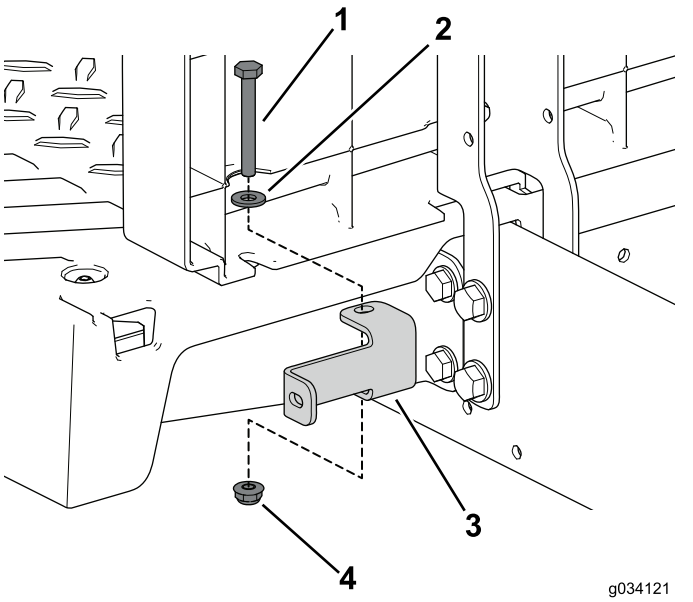

Bild 41
6. Befestigen Sie die linke und rechte Plattenhalterung mit den zwei Schrauben (¼" x 2"), der Scheibe und Sicherungsmutter an der Maschine (Bild 41).